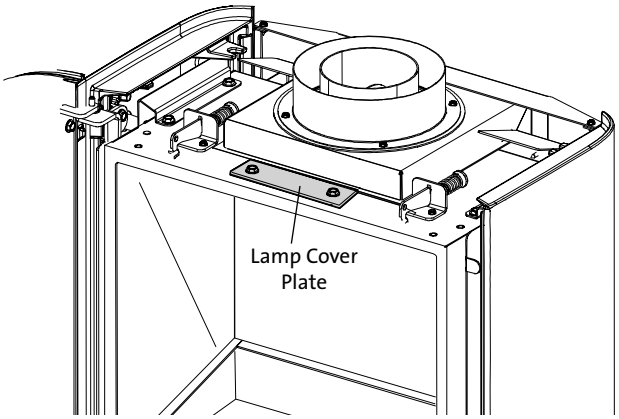
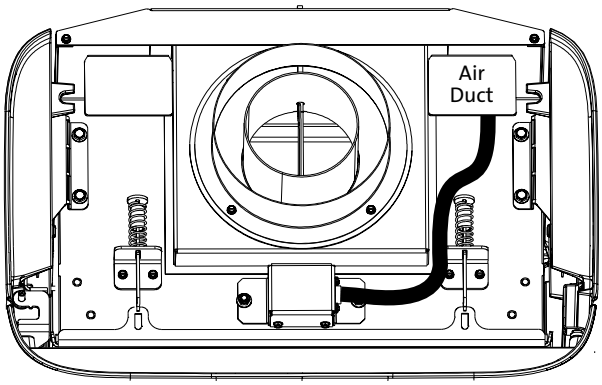

Figure 11.4. Remove the Lamp Cover Plate.
Figure 11.5. Accent Lamp Harness routing.
2. Refer to figs. 11.4 and 11.4a. Remove the two M8 hex head bolts (A), nuts (B), and steel Lamp Cover Plate from the firebox top using a 10 mm socket wrench. Discard the cover plate.
3. Install the Gasket, Lens, and Lamp Box over the opening on the firebox using the two bolts (A) previously removed.
5. Route the lamp wire harness over and down through the right rear Air Duct as shown in Fig. 11.5.